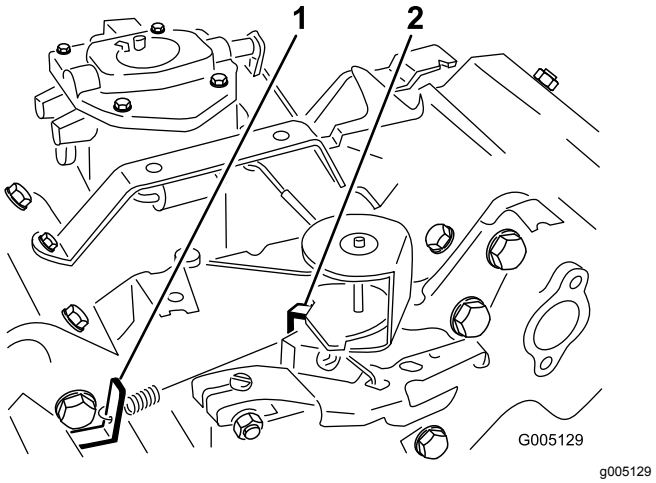

Figuur 49
3. Buig het ankerlipje van de veer voor het afgeregelde stationair toerental (Figuur 49) totdat het stationair toerental 1650 ± 100 tpm bedraagt. Controleer het toerental met een toerenteller.